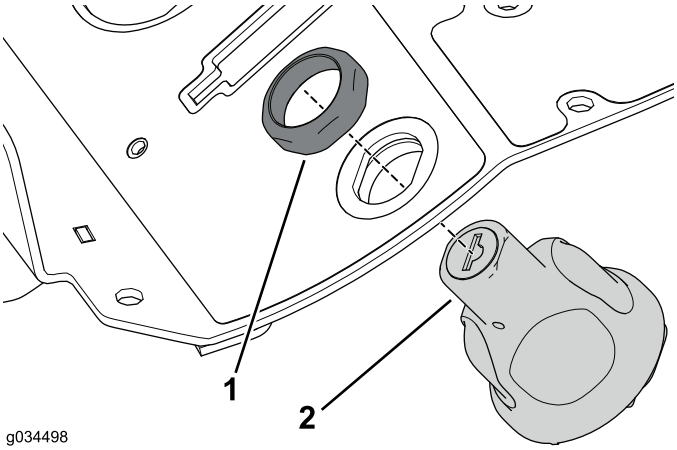

Figure 29
4. Fixez le commutateur d'allumage sur la console à l'aide de l'écrou de retenue que vous avez retiré précédemment (Figure 29).